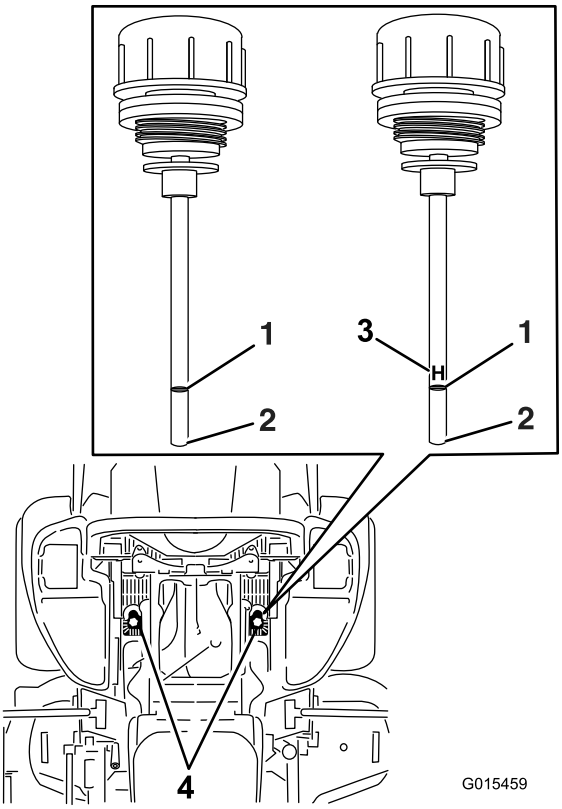

**Figure 81**
6. Clean the area around the dipsticks of the hydraulic system reservoirs (Figure 81).
7. Remove one dipstick from the hydraulic reservoir (Figure 81).
9. Remove the dipstick and look at the end (Figure 81).